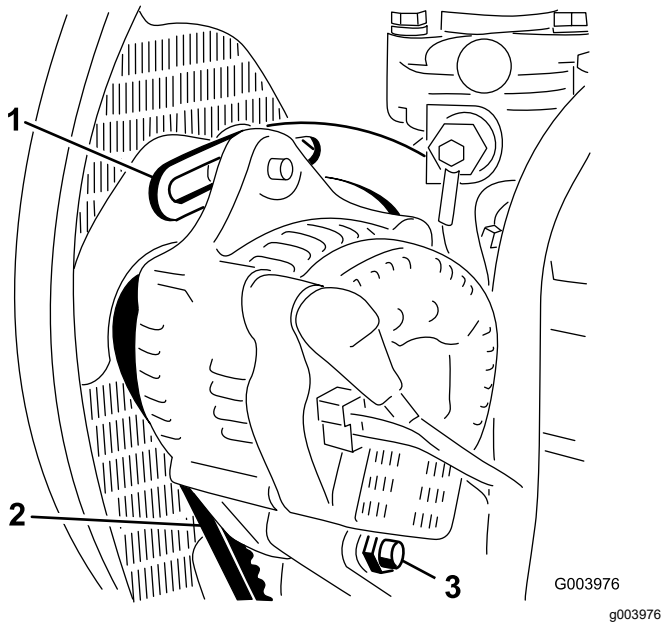

Рисунок 72
2. Проверьте натяжение ремня генератора, надавив на него (Рисунок 72) посередине между шкивами генератора и коленчатого вала с усилием 10 кг.
3. Ослабьте болт крепления скобы к двигателю (Рисунок 72), болт крепления генератора к скобе и болт оси поворота.